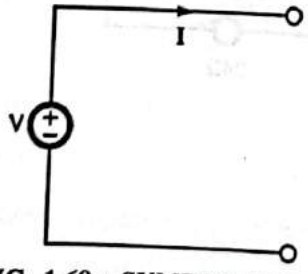

**FIG. 1.68 : SYMBOL FOR THE IDEAL VOLTAGE SOURCE**
- Ideal voltage source is shown in Fig. 1.68 & 1.69.